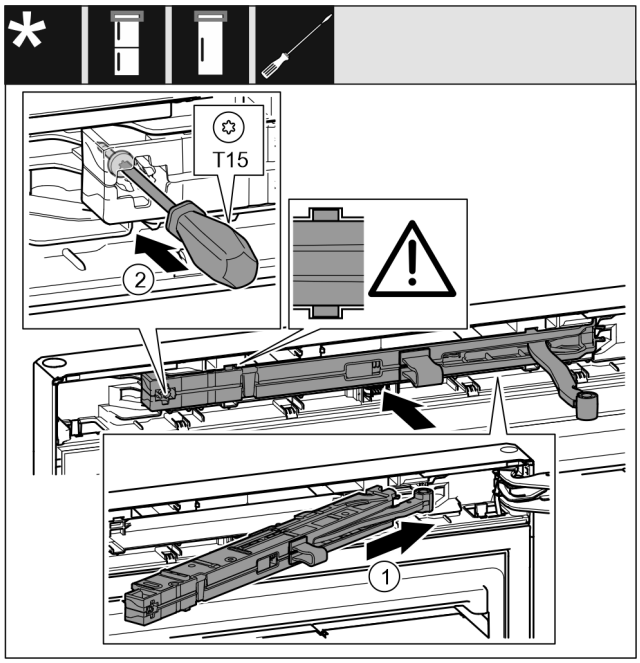

Fig. 33
- ▶ On the swap bearing block side, slide the closing damper unit *Fig. 33 (1)* into the recess at an angle up to the stop.
- ▶ Use a screwdriver to tighten the screw *Fig. 33 (2)*.